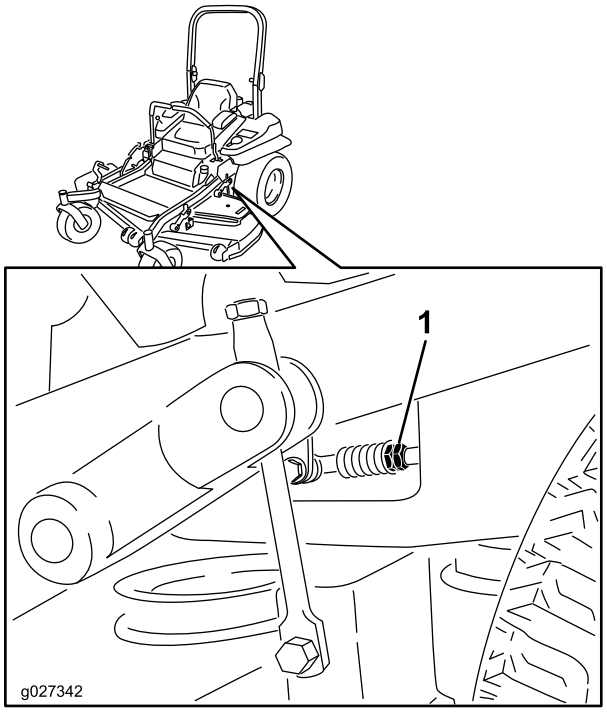

**Figur 89**
9. Justera längden på pumpens reglerstav genom att vrida de dubbla muttrarna på staven i lämplig riktning tills hjulen står stilla eller långsamt kryper bakåt (Figur 89).